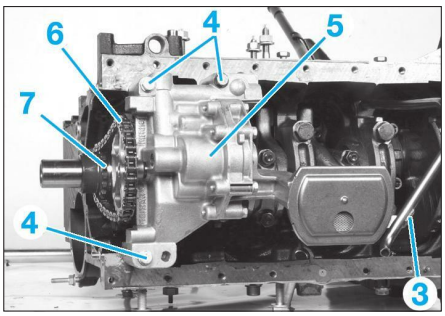

**Fig. 16**
- la vis (3) de la jauge à huile sur la crépine **(Fig.16)**,
- les trois vis (4) de fixation de la pompe à huile,
- la pompe à huile (5) en même temps que la chaîne (6) et le pignon (7).